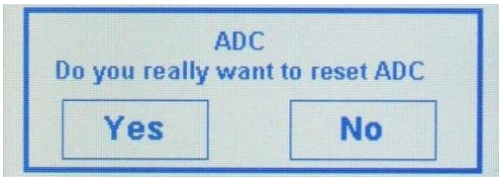

図5
b) 3 秒後、確認のポップアップメッセージ (図 5) が表示されます。